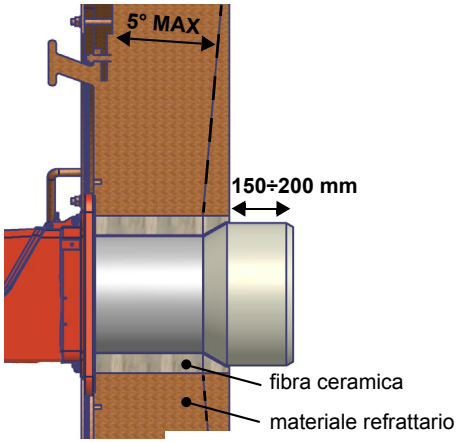
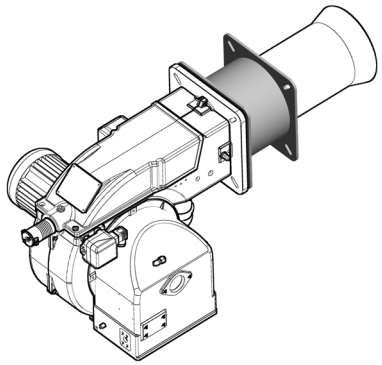
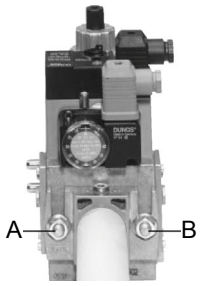

Fig. 5
Fig. 6
Fig. 7
I bruciatori descritti in questo manuale sono stati provati in camere di combustione rispondenti alla norma EN676, le cui dimensioni sono descritte nel diagramma . Nel caso in cui il bruciatore debba essere abbinato a caldaie con camera di combustione di diametro inferiore o di minore lunghezza di quelle descritte nel diagramma, contattare il Costruttore per verificare che esso si adatti all'applicazione per cui è previsto. Per abbinare correttamente il bruciatore alla caldaia, verificare la tipologia di boccaglio. Verificare inoltre che la potenza richiesta e la pressione in camera di combustione rientrino nel campo di lavoro. In caso contrario dovrà essere rivista la scelta del bruciatore, consultando il Costruttore. Per la scelta della lunghezza del boccaglio applicare la regola seguente, anche in difformità alle indicazioni del costruttore della caldaia:Caldaie a tre giri di fumo (con il primo giro fumi nella parte posteriore): il boccaglio deve entrare in camera di combustione per circa 150÷200 mm (Fig. 5). La lunghezza dei boccagli non sempre soddisfa questo requisito, pertanto potrebbe essere necessario utilizzare un distanziale di misura adeguata, che serve a far arretrare il bruciatore in modo da soddisfare le misure di cui sopra (Fig. 6).
3. stringere le viti A, B, C e D (Fig. 4 - Fig. 5), rispettando le posizioni di montaggio (Fig. 7);